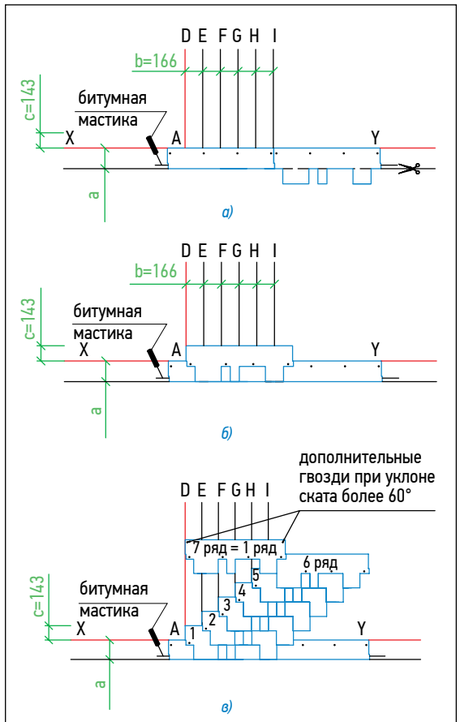

Рис. 2
Укладка материала *(рис. 2)*
• Начальный ряд формируется из специальной коньково-карнизной черепицы, либо из листов черепицы с обрезанными лепестками. Элементы начального ряда укладываются по линии карниза в обе стороны от линии I *(рис. 2а)* и фиксируются по нижнему краю битумной мастикой, а по верхней кромке 4 гвоздями (ось гвоздей на 5 см ниже верхнего края полосы);
• далее первый ряд черепицы укладывается от линии AD *(рис. 2б)*;
• второй ряд укладывается от линии E (со смещением 16,6 см от AD) *(рис. 2в)*;
Каждый лист черепицы крепится 4 гвоздями в штатных местах таким образом, чтобы гвоздь прошивал и верхний край низлежащего листа черепицы *(рис. 2в)*.